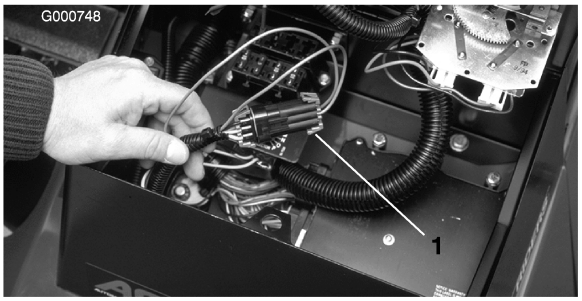

Figura 26
2. Aprite il coperchio della plancia. Accedete al cablaggio preassemblato ed al connettore a circuito chiuso. Staccate con cautela il connettore a circuito chiuso dal connettore del cablaggio preassemblato (Figura 26).